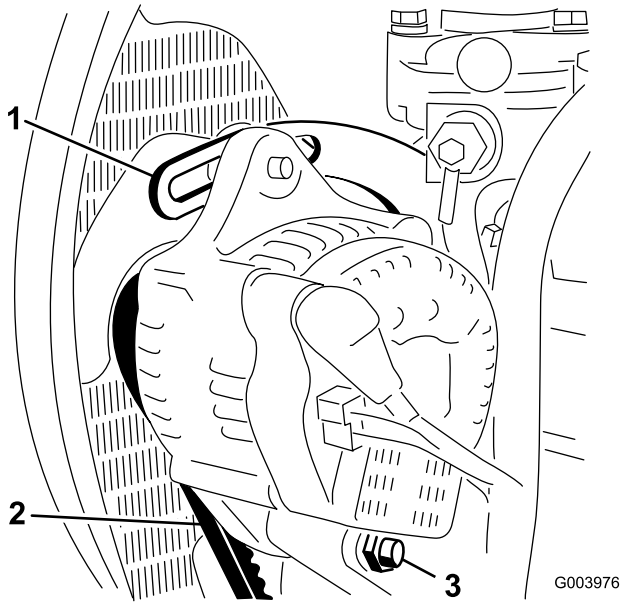

Figuur 63
2. Controleer de spanning van de riem door deze (Figuur 63) midden tussen poelies van de wisselstroomdynamo en de krukas in te drukken met een kracht van 10 kg.
3. Draai de bout los waarmee de beugel is bevestigd aan de motor (Figuur 63), alsmede de bout waarmee de wisselstroomdynamo is bevestigd aan de beugel en de ankerbout.